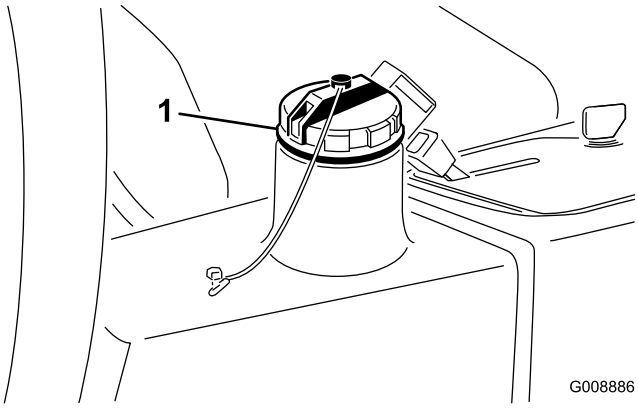

Figur 63
3. Fyld beholderen (Figur 63) med ca. 22,7 liter hydraulikvæske. Se afsnittet Kontrol af hydrauliksystemet.